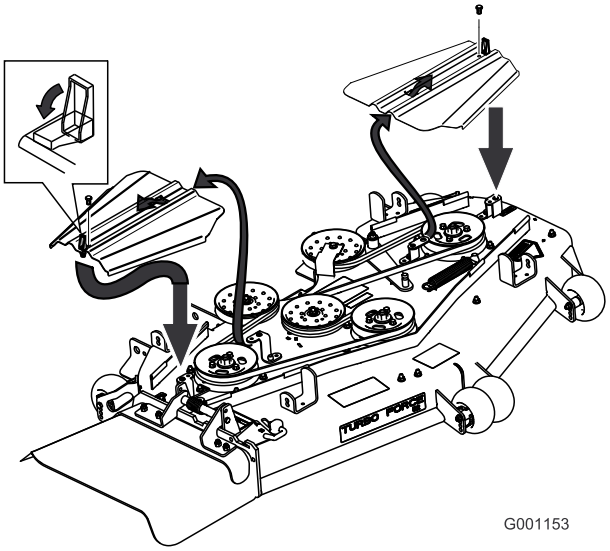

Figur 65
3. Ta bort de bultar som håller fast remkåporna och ta sedan bort kåporna (Figur 65).
9. Montera remkåporna genom att föra in kåpan i tappen, montera bultarna och låsa spärrhakarna (Figur 65).